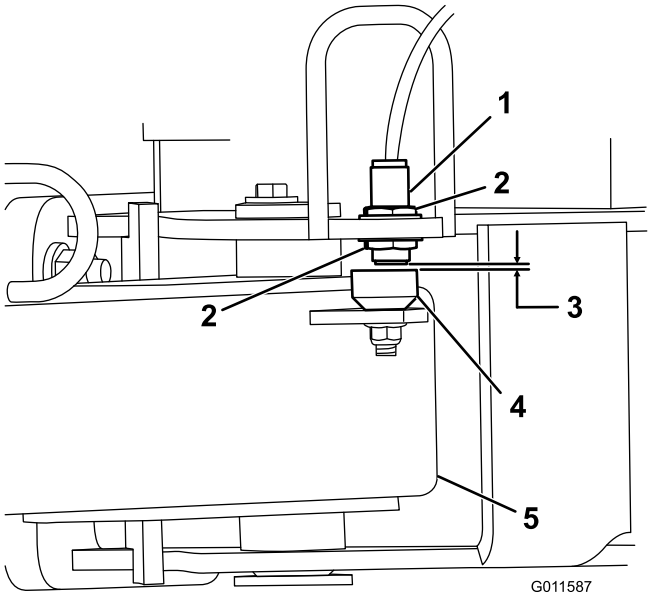

Figur 4
5. Lossa kontramuttrarna som fäster avståndsbrytaren på ramen och sänk brytaren tills den är 2,6 till 4,0 mm från avkänningsskivan på dragstången (Figur 4). Dra åt kontramuttrarna för att säkra justeringen.